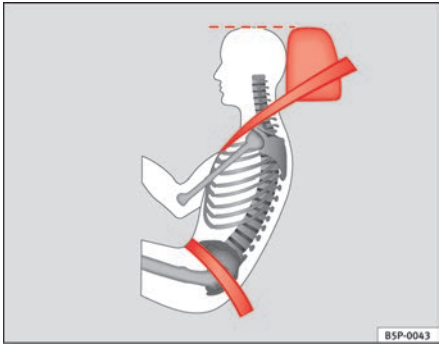

Fig. 13 Correct belt web and head restraint positions, viewed from side
- **The lap part of the seat belt must lie across the pelvis, never across the stomach. The seat belt must lie flat and snugly on the pelvis ⇒ page 22, fig. 13. Pull the belt tight if necessary to take up any slack.**